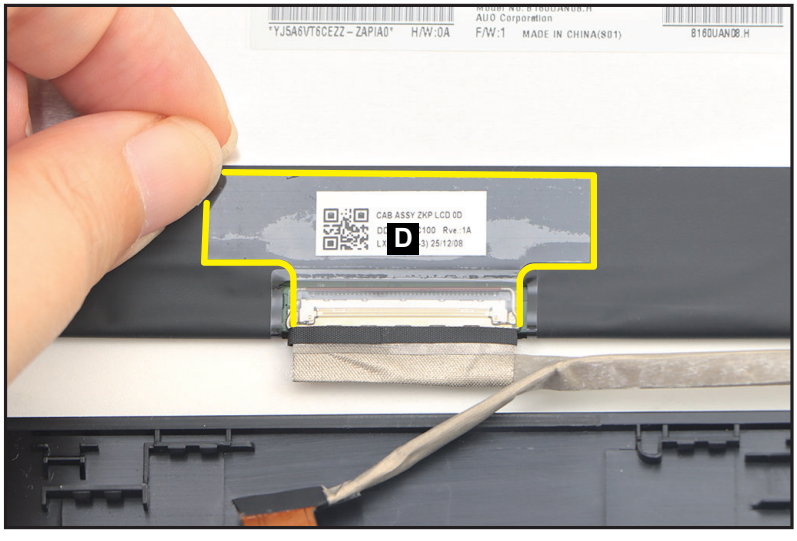

Figure 1-60. LCD Panel Removal
3. While holding the LCD panel upright, detach the mylar (D) securing the LCD cable to the LCD panel (Figure 1-60).